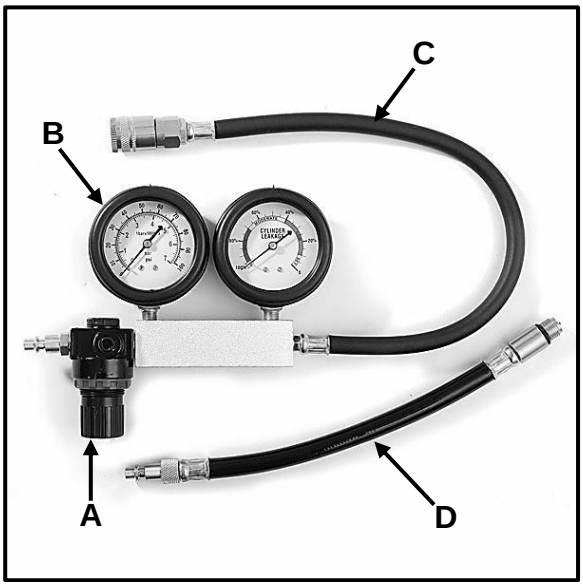

FIGUUR 5.2
5.2 FIGUUR 5.2 hieronder toon 'n silinderlekkasietoetser. Beantwoord die vrae wat volg.